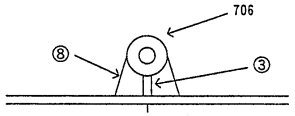

Figure 4 Installing the coil
Install product ③ over the leads as shown in Figure 4. Secure product ⑧.